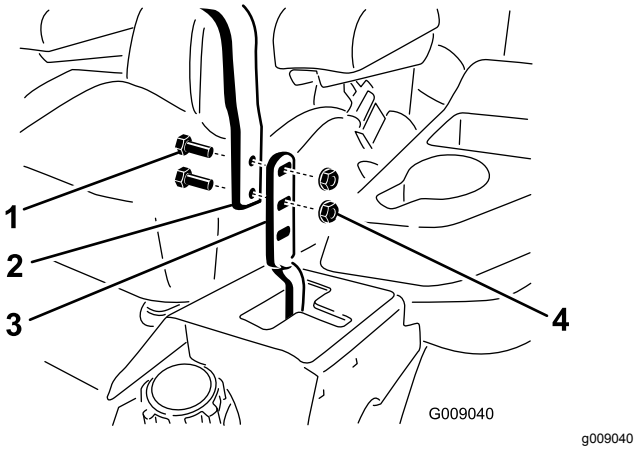

Figur 76
3. Lossa skruvarna och flänsmuttrarna som är monterade i reglagen (Figur 76).
4. Rikta in reglagen i främre-bakre läge genom att föra ihop dem i NEUTRALLÄGET, skjuta dem tills de är inriktade och sedan dra åt skruvarna (Figur 76).